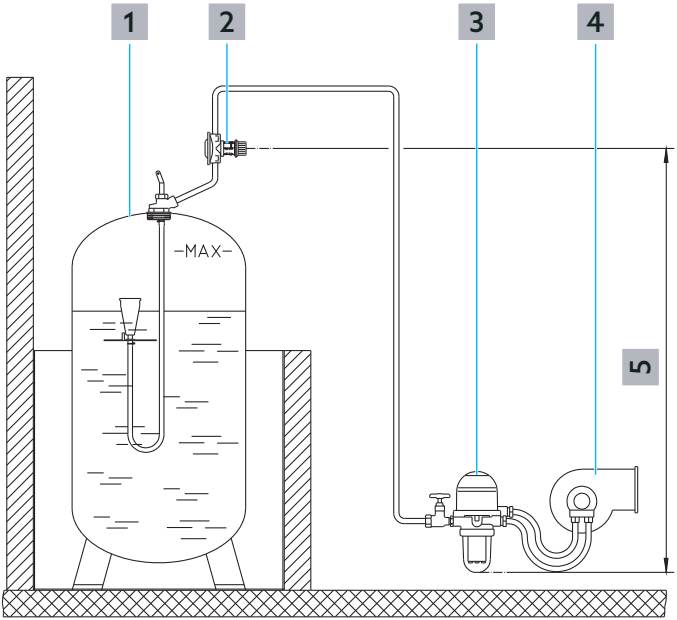

Fig. 2: Construction
La hauteur de protection du robinet doit couvrir la différence de hauteur verticale entre le lieu d'installation du robinet (centre) et le point le plus bas de la conduite d'aspiration (voir position 5 sur la Fig. 2 en page 53).
▶ Monter le produit dans la conduite d'aspiration au-dessus du niveau maximal de liquide. Respecter le sens du débit (voir Fig. 2 en page 53).
- Après avoir rempli la conduite d'aspiration, régler l'échelle sur la hauteur de protection requise (voir position **5** sur la Fig. 2 en page 53).